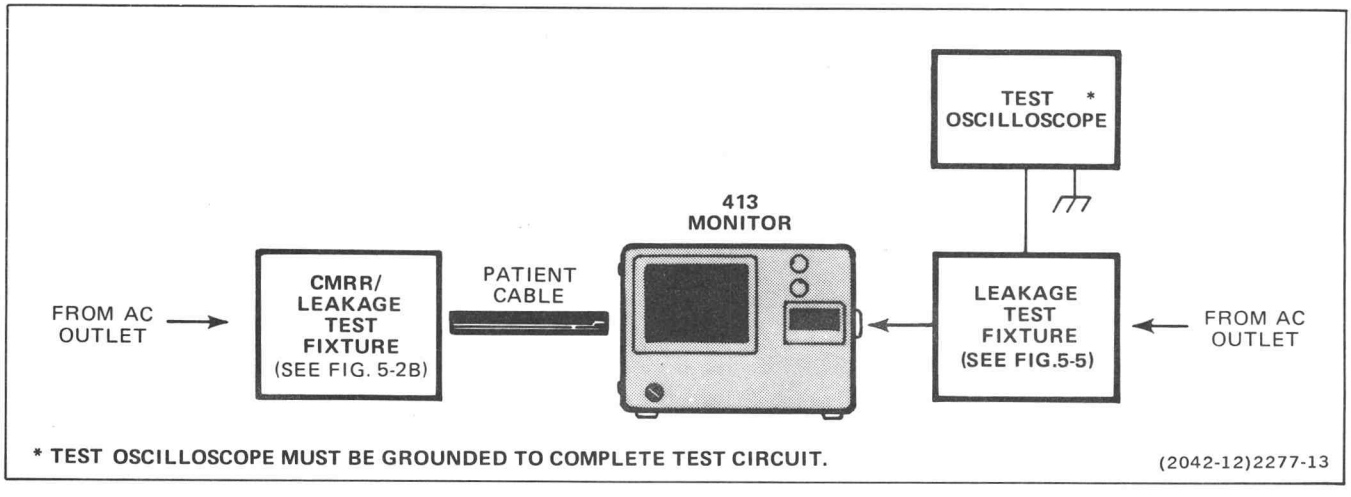

Fig. 3-13. Alternative method to check leakage current.
i. Set up monitor and test fixtures as shown in Fig. 3-13.